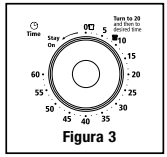

Figura 3
3. **Perilla de control de tiempo con campanilla indicadora –** Fija el tiempo de cocción hasta un máximo de 60 minutos. Apaga automáticamente el horno al finalizar el tiempo de cocción. (Ver la Figura 3)